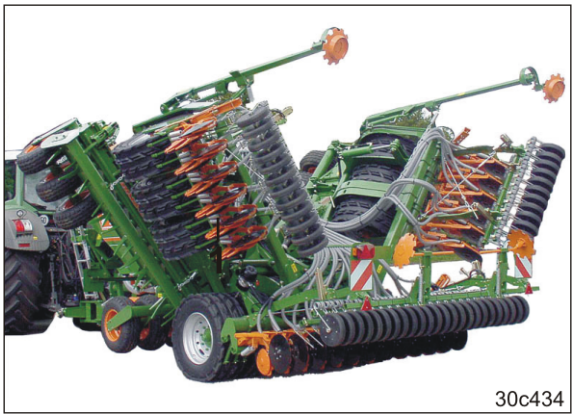

**Fig. 190**
12.1 Actionnez brièvement le distributeur 2 pour ouvrir les verrous (Fig. 190/1) du cultivateur rotatif.